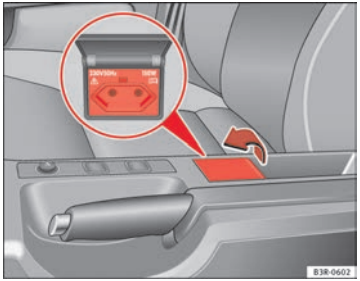

Fig. 126 Centre console: 230 volt socket
– Lift the cover to open ⇒ fig. 126.